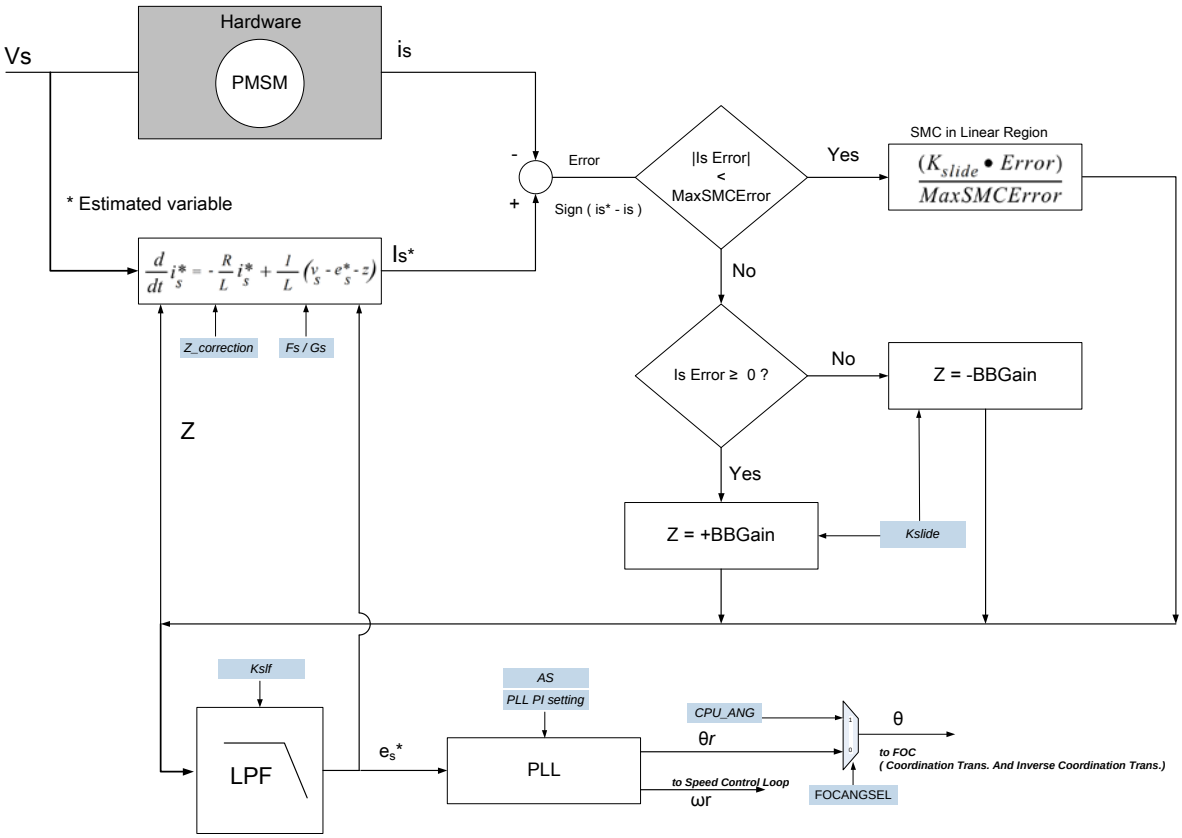

Figure 25.5.1 : SMO Rotor Position Estimation Block Architecture
The digitized model provides a software representation of the hardware. However, in order to match the measured current and estimated current, the digitized motor model needs to be corrected using the closed loop, as shown in Figure 25.5.1.
The sliding-mode controller has a limit value MaxSMCError. When the error value is lesser than the MaxSMCError, the output of sliding-mode controller works in the linear range as given by the equation beneath the PMSM block in Figure 25.5.1. $K_{slide}$ parameter can be setting via $K_{slide}$ SRF ( see Table25.5.1).
After compensating the digitized model, you have a motor model with the same variable values for the input voltage ($V_s$) and for current ($i_s$*). Once the digitized model is compensated, the next step is to estimate BEMF ($e_s$*) by filtering the correction factor (Z), as shown in Figure 25.5.1. The BEMF estimation ($e_s$*) is fed back to the model to update the variable $e_s$* after every control cycle. Values $e_\alpha$ and $e_\beta$ (vector components of $e_s$) are used for the estimated Theta calculation.
The θ of FOC (see Figure 25.5.1), is designed with a Multiplexer that select signal is FOCANGSEL (MOTOR_CONT1[3], SFR Address = BFH). When FOCANGSEL= 1, FOC_ANG = CPU_ANG (page4 of FOC_D, Table25.4.3), if FOCANGSEL = 0, FOC_ANG = θr to FOC (see Figure 25.5.1).